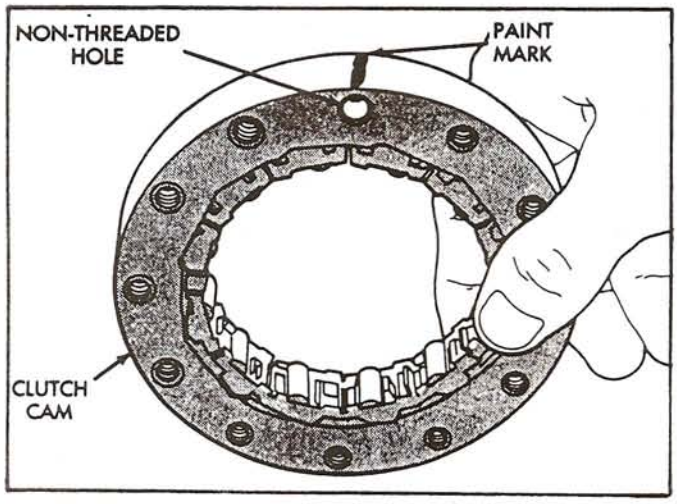

Figure 34
10. Examine the bolt holes in the overrun clutch cam. Note that one hole is not threaded (See Figure 34).
12. This hole should have been marked with paint before disassembly, as shown in Figure 34, with a coresponding mark on the case.
13. Notice also that the overrun clutch cam threaded holes are slightly countersunk on one side (See Figure 34).